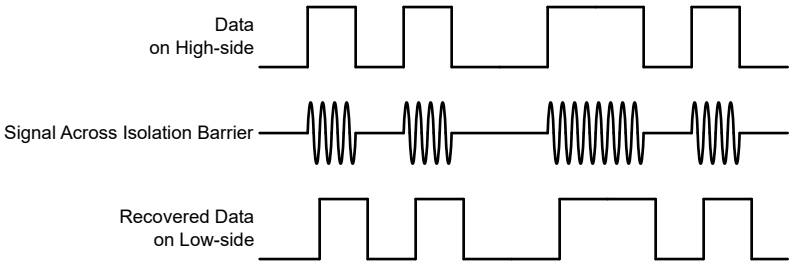

图 6-2. 基于 OOK 的调制方案
AMC23C10-Q1 使用开关键控 (OOK) 调制方案（如图 6-2 所示），跨过基于 SiO_2 的隔离栅来传输比较器输出状态。*功能方框图* 所示发送驱动器 (TX) 跨过隔离栅发送一个内部生成的高频载波来表示数字一，不发送信号则指示数字零。